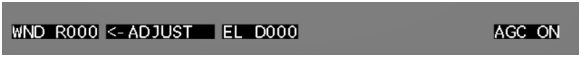

Figure 22. Windage Adjustment Screen.
a. Windage Adjustment – Select WINDAGE and the Windage Adjustment screen (Figure 22) will appear. (< - ADJUST) denotes Windage Adjustment is selected. User may press or hold LEFT or RIGHT buttons to adjust Windage. Press and Release of the PWR/MENU button will save changes and take the user back to the Reticle Sub-Menu screen (Figure 21).